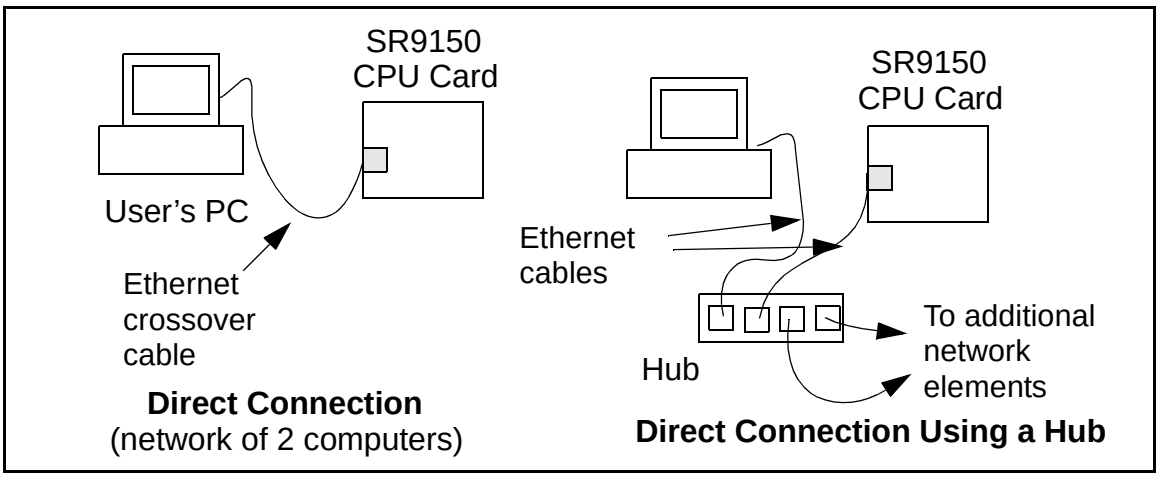

*Figure 18. Ethernet Connections*
- If you have an Ethernet connection, use a straight-through Ethernet cable to establish an Ethernet connection to the installed CPU Card from an Ethernet hub. These connections are shown in Figure 18.